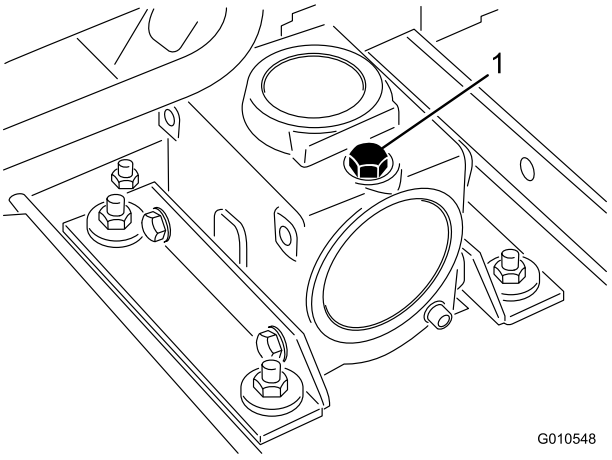

Figur 18
3. Ta ut peilestaven/fyllpluggen fra toppen av girkassen (Figur 18), og kontroller at oljenivået er mellom merkene på peilestaven.